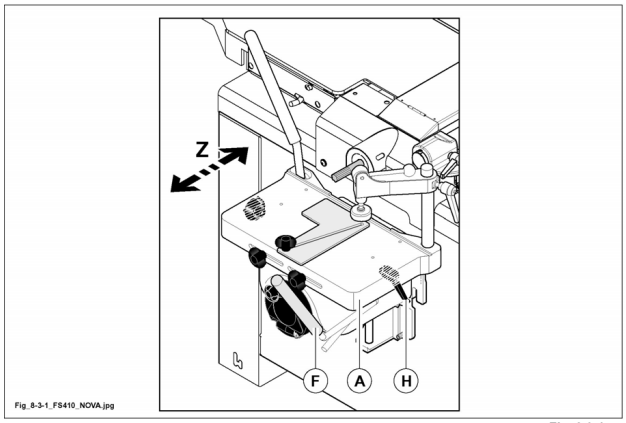

Fig. 8.3-1
Per fori non passanti occorre registrare la corsa del pianetto (A fig. 8.3-1) in profondità (asse Z):
- provare la corsa in avanti tramite la leva (F fig. 8.3-1) e bloccare la battuta di profondità serrando la leva (H fig. 8.3-1).